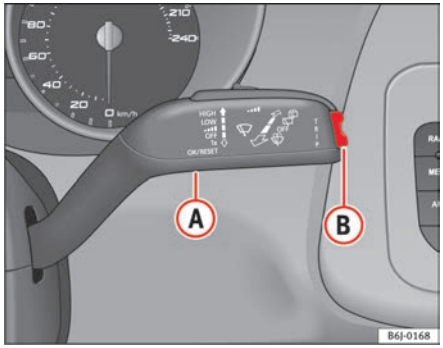

Fig. 33 Windscreen wiper lever: button A and rocker switch B
– With the ignition switched on, briefly press button ⇒ fig. 33 (A) on the windscreen wiper lever to move from one memory to another.